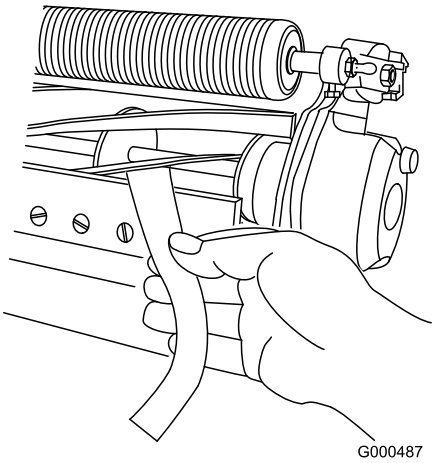

**Figuur 17**
3. Test de maaiprestaties door een lange strook maaitestpapier (Toro onderdeelnummer 125-5610) tussen de snijplaat en de messenkooi te steken, loodrecht op de snijplaat (Figuur 17). Draai de messenkooi **traag** naar voren. Het papier moet gesneden worden.